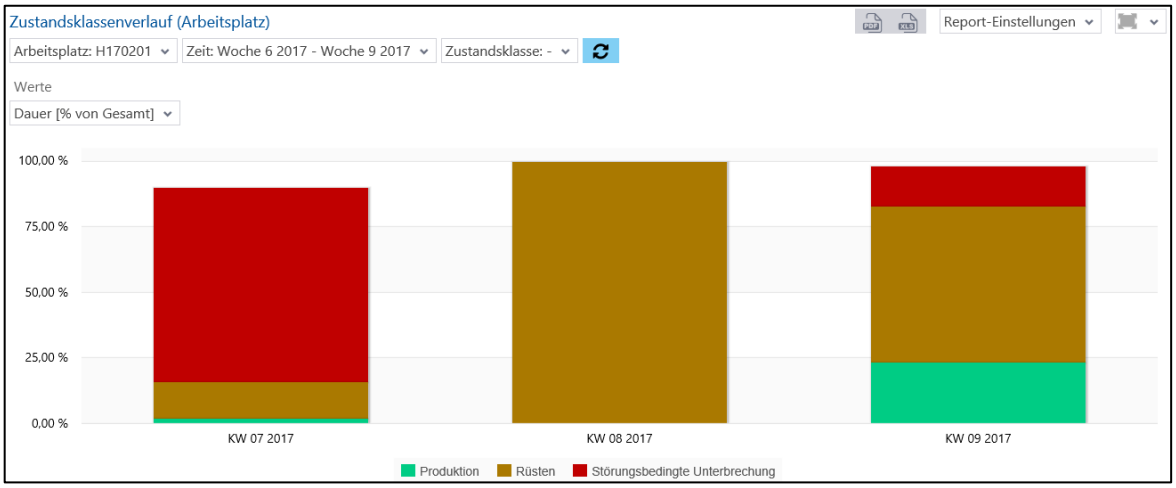

**Bild 57: Zustandsklassenverlauf (Arbeitsplatz) als Säulendiagramm**
- Zustandsklassenverlauf (Arbeitsplatz) als Säulendiagramm (Bild 57):